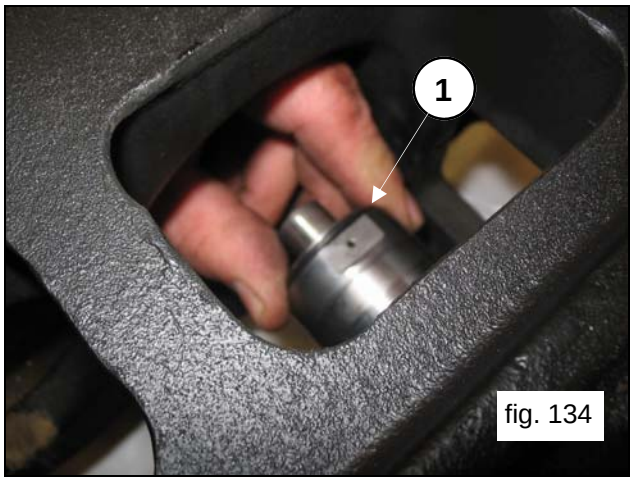

fig. 134
Position the wiper complete with its O-Ring in its seat on the piston guide (pos.①, fig.134 e 135).